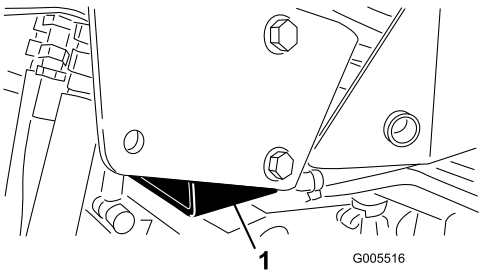

Figur 34
- Højre side – under donkraftpuden og ved siden af styrtbøjlesystemets støttebeslag (Figur 34)